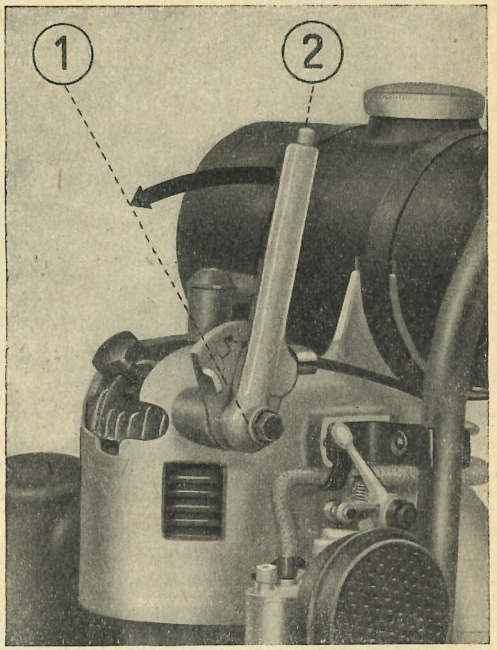

Bild 21
d) Bei Motoren mit Getriebe auskuppeln (Bild 21)